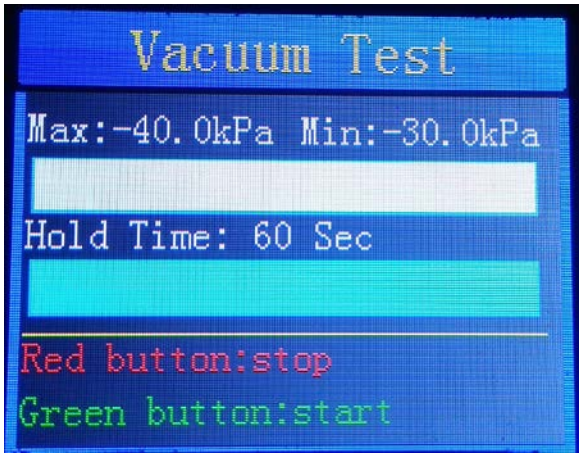
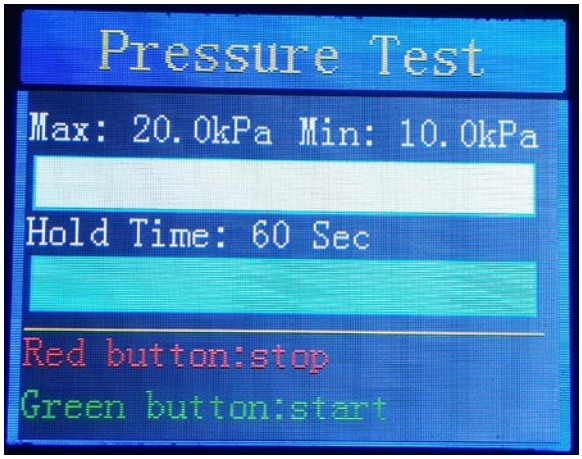

Figure 4
Figure 5
4. Enter into the test page (Figure 4, Figure 5) and press the green button to start testing.